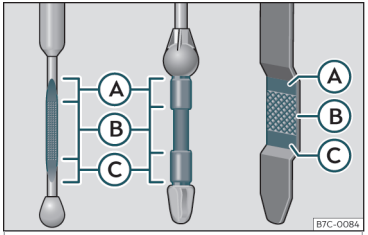

Fig. 186 Varilla de medición del nivel de aceite.
– A continuación, vuelva a extraerla y compruebe el nivel de aceite››› **fig. 186**. En caso necesario, reponga aceite del motor.
• Cuando el nivel de aceite alcance como mínimo la zona››› fig. 186 Ⓑ, enrosque el tapón de la boca de llenado con cuidado ››› ❗.
Si el nivel de aceite se encuentra por encima de la zona››› fig. 186 Ⓐ, no arranque el motor. Puede causar daños en el motor y en el catalizador. Informe a un taller especializado.
El nivel de aceite no deberá estar en ningún caso por encima de la zona››› fig. 186 Ⓐ. De no ser así, podría aspirarse aceite por el respiradero del cárter del cigüeñal y llegar a la atmósfera a través del sistema de escape.